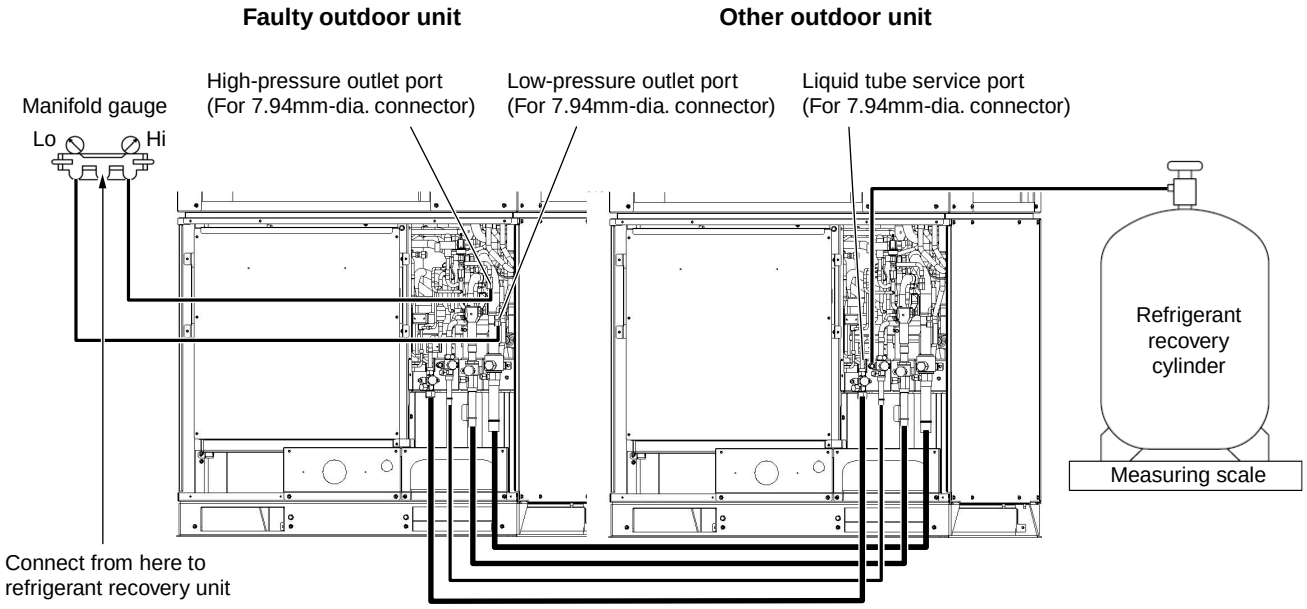

Fig. 18
(1) Refer to “4. Backup Operation” and perform backup operation.
(2) Connect the manifold gauge valves at the Lo side to the low-pressure outlet port of the outdoor unit to be repaired. Also connect the refrigerant recovery cylinder to any one of the normal outdoor units at the liquid line service port (Schrader-type push-to-release valve). Perform the connection work quickly so that no air is allowed to enter. (Fig. 18)